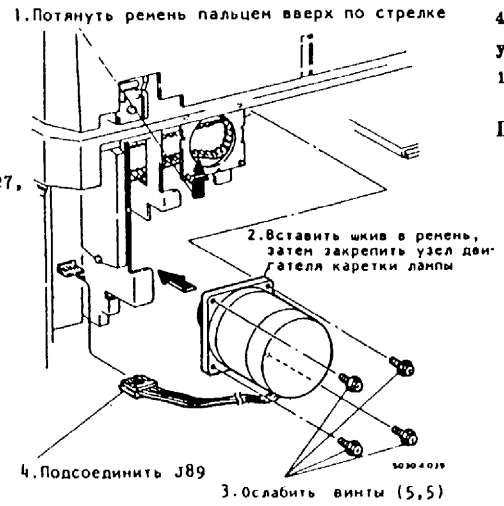

Рис.3. Установка двигателя каретки лампы
1. (Рис.3): Установить узел двигателя каретки лампы.